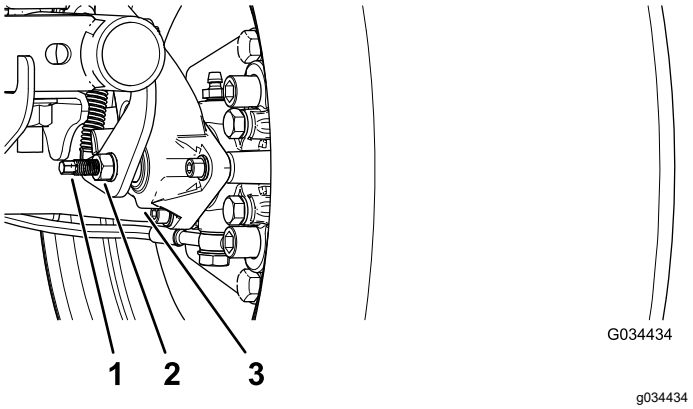

**Figuur 49**
3. Gebruik 2 sleutels en houd met de ene de afstelstang van de klauw vast terwijl u met de andere sleutel de contramoer een kwartslag losdraait (Figuur 49).
4. Hou de afstelstang en de contramoer vast en draai de afstelstang in om deze te bevestigen (Figuur 49).
5. Hou de afstelstang en de contramoer vast en draai een kwartslag los (Figuur 49).
6. Hou de afstelstang en de contramoer vast en draai de contramoer aan (Figuur 49).